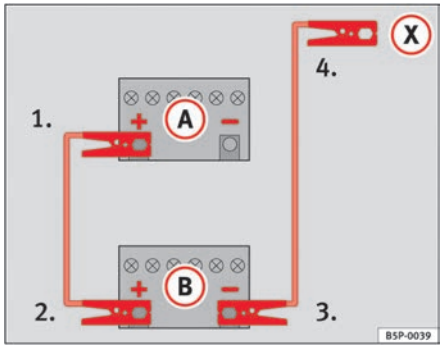

Fig. 180 How to connect the jump leads
In ⇒ fig. 180 (A) the flat battery is represented and in (B) the charged battery is represented.
1. Connect one end of the red jump lead to the positive ⇒ fig. 180 (+) terminal of the vehicle with the flat battery ⇒ ⚠.
4. Connect the other end of the black jump lead (X) to a solid metal component which is bolted on to the engine block, or onto the engine block itself of the vehicle with the flat battery. Do not connect it to a point near the battery ⇒ ⚠.